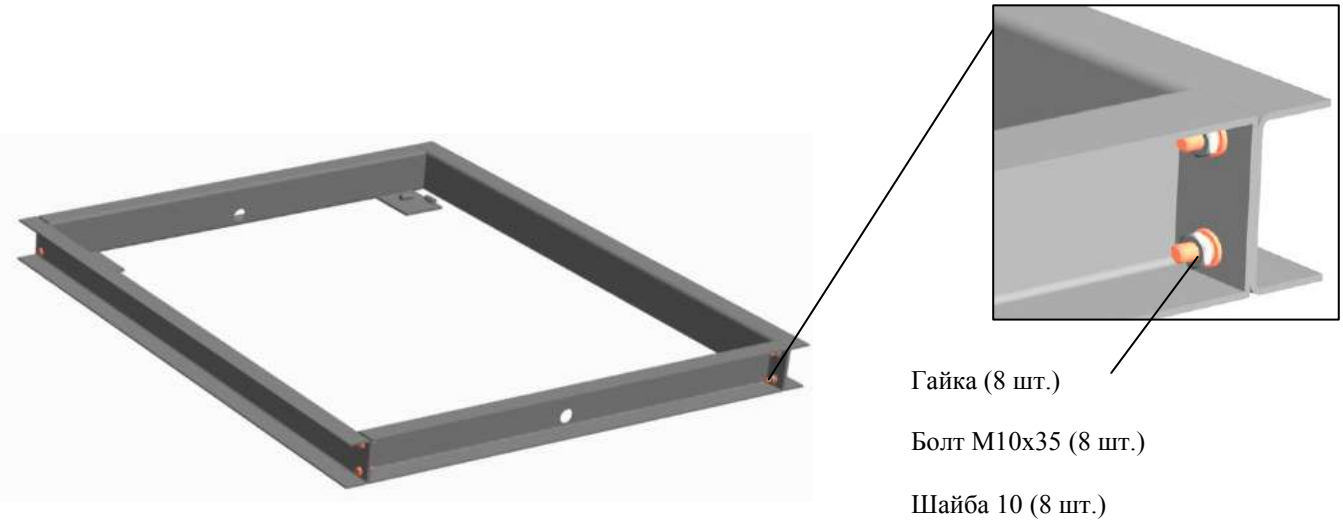

Рис.3. Сборка рамы
- На ровной поверхности соберите раму в соответствии с Рис. 3.